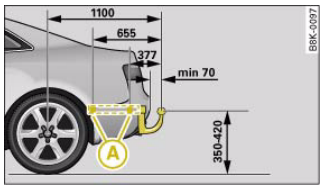
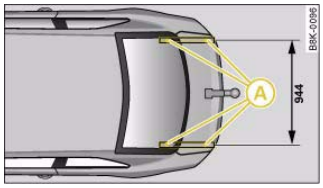

Fig. 216 Positions of securing points (side view)
Fig. 217 Positions of securing points (from above)
The securing points, which are marked by an (A) in the illustrations ⇒ fig. 216 and ⇒ fig. 217, are located under the vehicle.